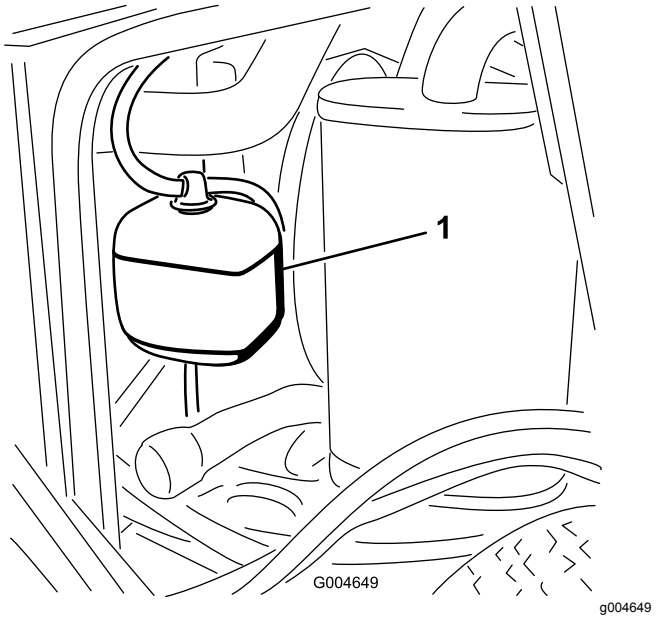

Bild 43
1. Prüfen Sie den Kühlmittelstand im Ausdehnungsgefäß (Bild 43).